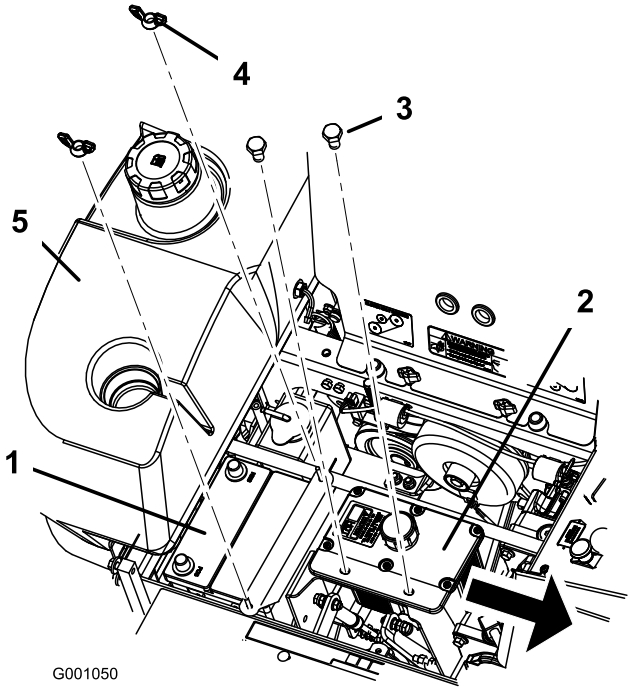

Figur 44
6. Fjern vingemutrene (1/4 tomme) som fester batteriklemmen (Figur 44).
7. Fjern de to boltene som holder den hydrayliske tanken (Figur 44).
1. Plasser batteriet med polene vendt bort fra den hydrauliske tanken (Figur 44).
6. Fest batteriet med to J-bolter, batteriklemmen, to skriver (1/4 tomme) og to vingemutre (1/4 tomme) (Figur 44).